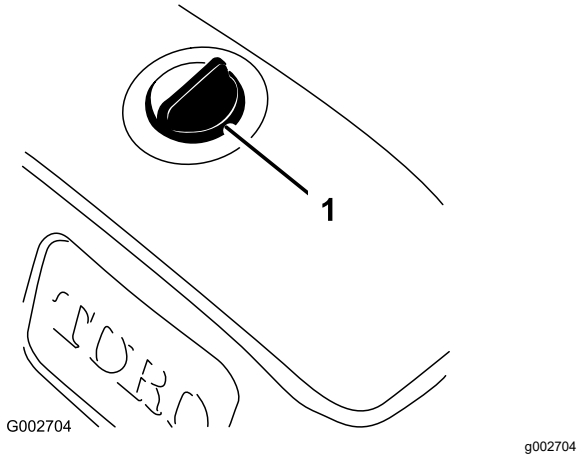

Figuur 39
3. Reinig de omgeving van de dop van het hydraulische reservoir om te voorkomen dat er vuil in het reservoir komt (Figuur 39).